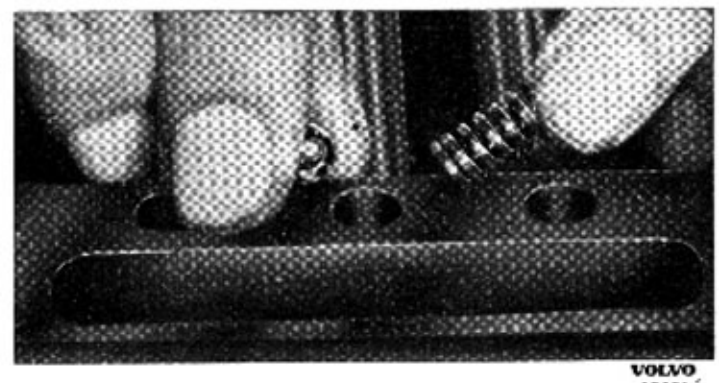

Bild 43-13. Montering av spärrkulor och fjädrar
9. Placera spärrkulor och fjädrar på sina platser, se bild 43-13. Montera växellådslocket. Kontrollera att alla växlar går att lägga i och ur.